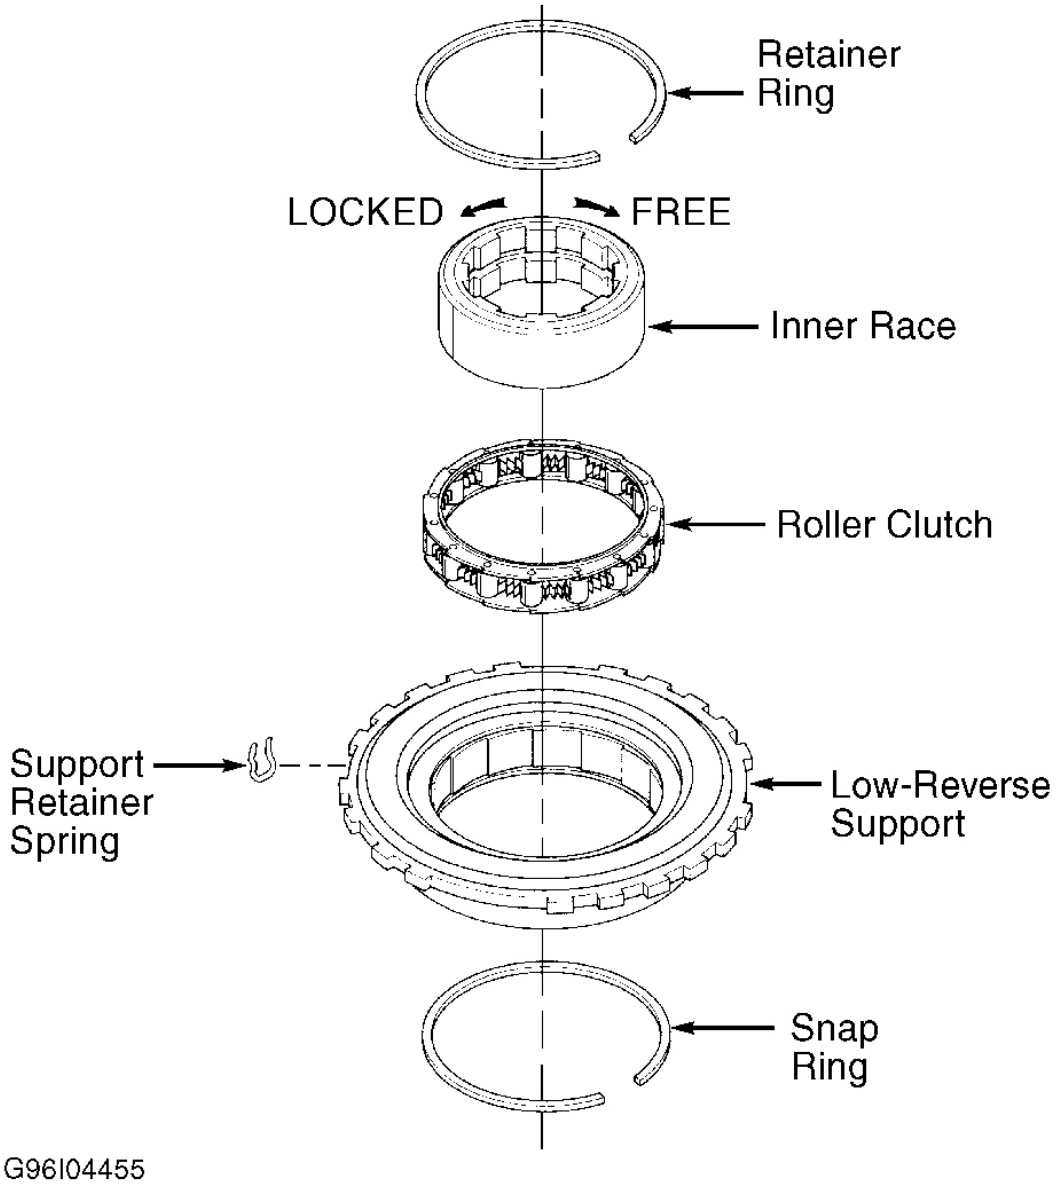

Fig. 59: Exploded View Of Low-Reverse Clutch Assembly
Remove inner race and snap ring. Remove roller clutch assembly. Check inner race for damage and surface finish. See **Fig. 59** . Inspect roller and springs for damage and distortion. Inspect support for loose cam, cracks and damaged surface finish. Replace damaged parts as necessary.
1. Install roller clutch assembly in low-reverse support. See **Fig. 59** . Place support in case with hub facing downward. Install inner race. Rotate inner race while pushing downward. Use care not to damage roller and springs during installation.